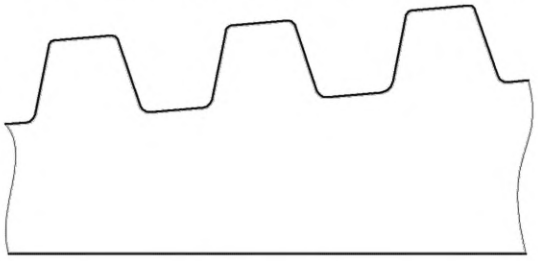

Рисунок 7
5.7 **трапецеидальная резьба:** Резьба, исходный профиль которой в плоскости осевого сечения представляет собой трапецию (см. рисунок 7). trapezoidal thread